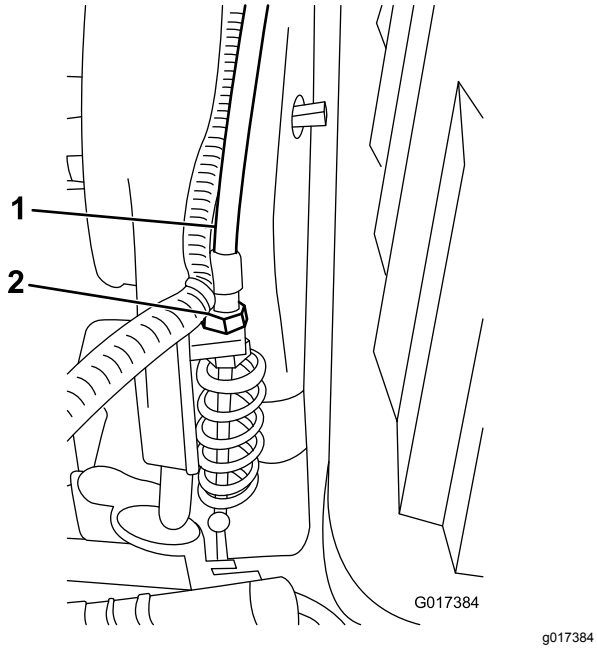

Figur 51
3. Justera cylinderreglagekabeln vid transmissionens motorvägg (Figur 51) tills fjädern är 70,6–72,4 mm lång.